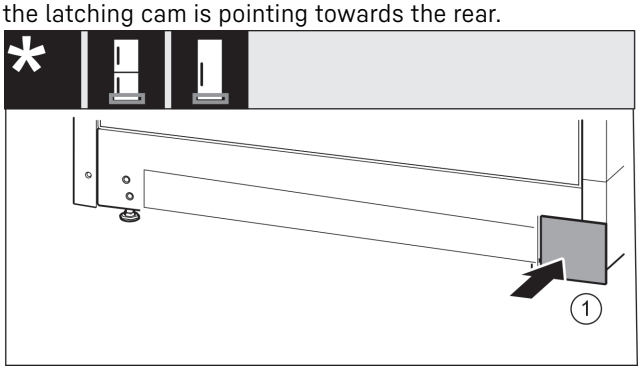

Fig. 17
▶ Re-attach the cover *Fig. 17 (1)* to the other side.